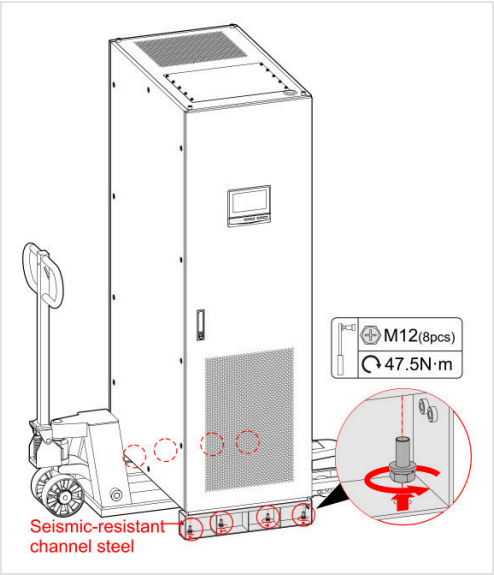

FIGURE 4-19 Fix the seismic channel steels
6. Align the seismic channel steels with the anchors and with the fixing holes of the UPS. Fix them to the UPS with the angle screws removed in step 5 (M12, 8 pieces, 420 lb-in / 47.5 N·m) (Figure 4-19).